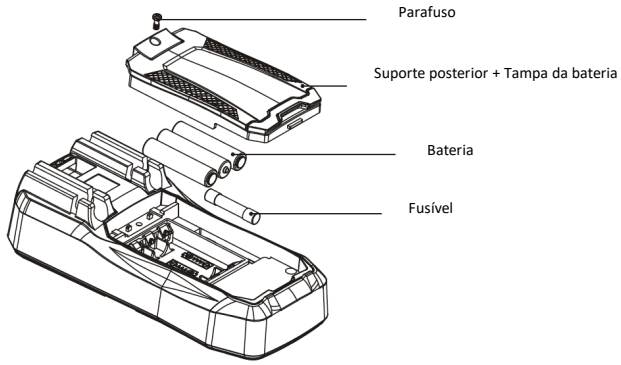

Figura 8
2. Substituição da Bateria/Fusível (Figura 8)